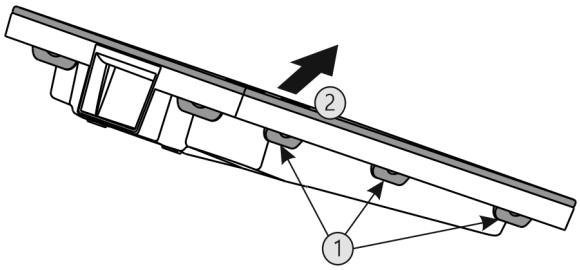

Fig. 39
▶ Alle Laschen *Fig. 39 (1)* nacheinander drücken und die Abdeckung *Fig. 39 (2)* entnehmen.